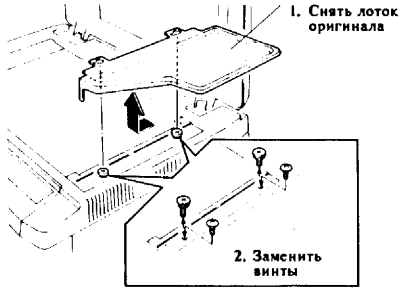

Рис.5. Снятие лотка оригинала
4. Снять лоток оригинала (рис.5).